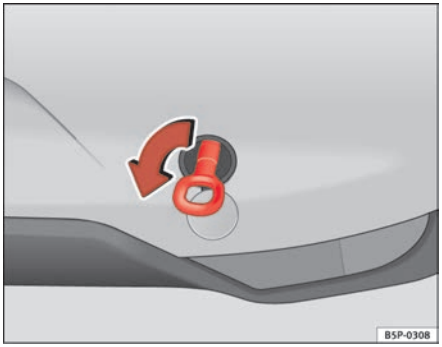

Fig. 208 Fitting the towing eye to the rear of the vehicle
– Screw the eye to its limit to the *left*, in the direction of the arrow ⇒ fig. 208.